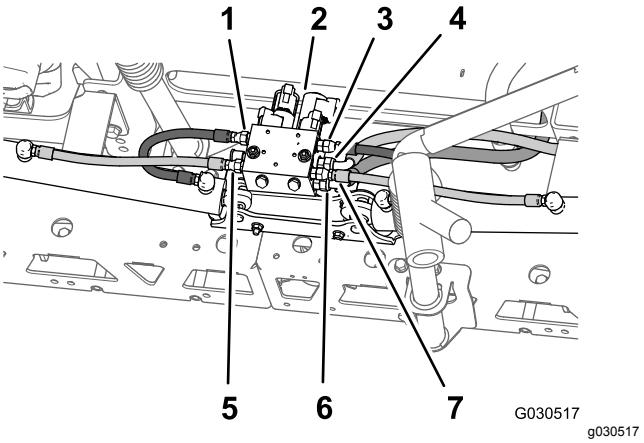

Figur 62
2. På baksidan av maskinen tar du bort hydraulslangarna som går mellan sprutrampslyftens grenrör och hydraulcylindern (Figur 62).